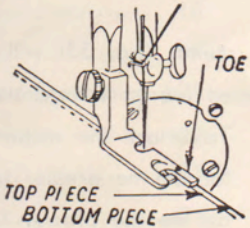

Fig. 30
1. Lay two pieces of cloth one on top of the other with their RIGHT sides facing each other. The right edge of the bottom piece must extend about ⅛ inch beyond the right edge of the top piece. See Fig. 30.
2. Sew both pieces of cloth together using the hemmer foot like a regular presser foot. Use the right edge of long toe of hemmer foot to guide the bottom piece of material, while the left edge of the same toe serves as a guide for the top piece of material. Fig. 30 shows this detail.